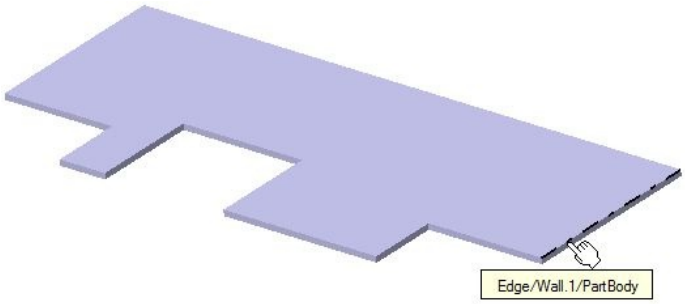

Figure 15-121 *Selecting the edge for creating the flange*
c. Add the flange on the right and left faces of the top feature, refer to Figures 15-121
2. Select the edge on which you need to create the flange, as shown in Figure 15-121; the name of the selected edge is displayed in the **Spine** display box.